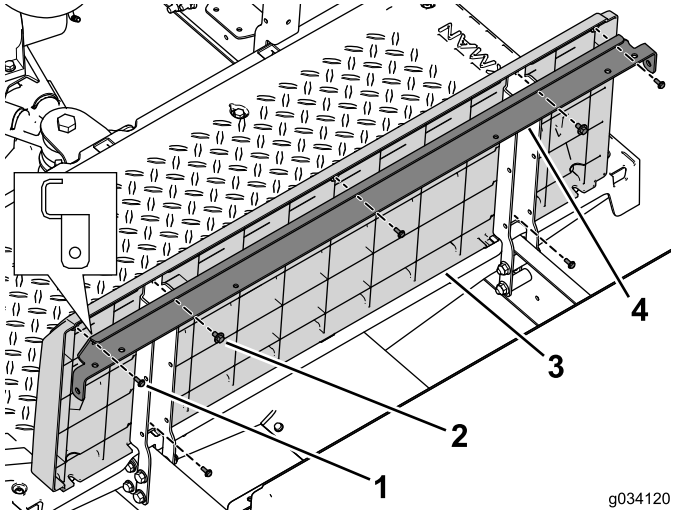

Bild 40
4. Befestigen Sie die abgewinkelte Stützhalterung und die Platte des Sitzunterteils mit den zwei Schrauben mit Scheiben (¼" x ½") an der linken und rechten Sitzstütze (Bild 40).
5. Befestigen Sie die hintere Platte mit den fünf Schrauben (Nr. 10 x ½") an der Sitzstrebe und den Sitzstützen (Bild 40).